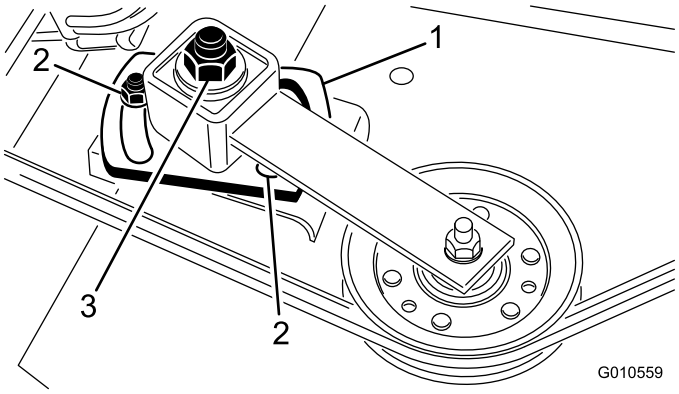

**Figuur 30**
5. Gebruik een inbussleutel en een momentsleutel en draai de stelmoer van de spanpoelie vast met 47-54 Nm (Figuur 30).